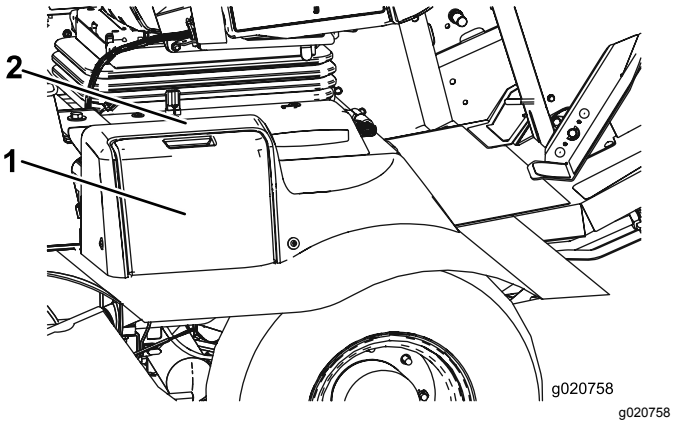

Figuur 59
1. Open het accudeksel aan de zijkant van het scherm (Figuur 59).
Opmerking: Druk op het vlakke deel boven het accudeksel om het deksel gemakkelijker te kunnen wegnemen (Figuur 59).